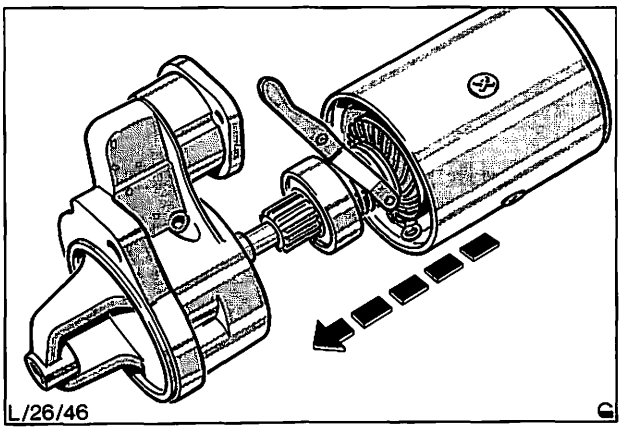

Abb. 50 Antriebslagergehäuse mit Anker und Polgehäuse zusammenbauen
17. Antriebslagergehäuse an das Polgehäuse passen, dabei sicherstellen, daß die Halterung des Magnetschalters mit dem Anlasser-Anschluß übereinstimmt und mit den Durchsteckschrauben sichern, Abb. 50. Drehbolzen einsetzen und mit neuer Zahnsicherung befestigen, oder Ende eines **neuen** Hohlbolzens breitklopfen.